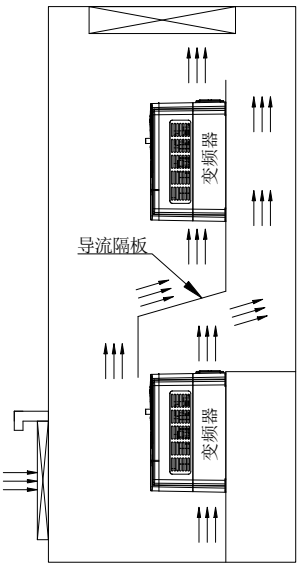

图 3-2 多台变频器的安装示意图
(3) 多台变频器采用上下安装时，中间应用导流隔板如图 3-2 所示。